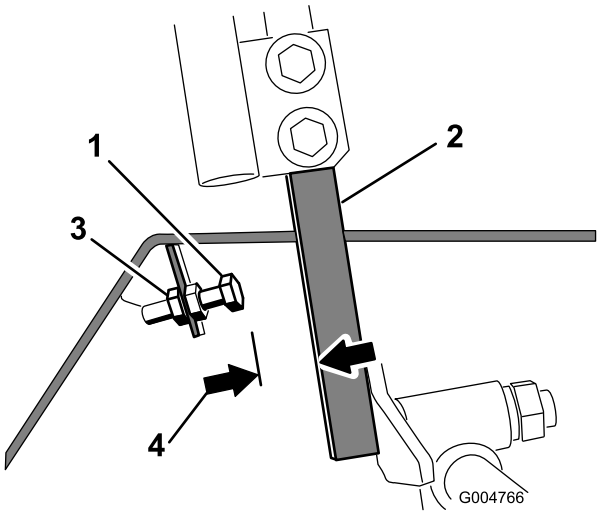

**Figur 60**
4. Løsn kontramøtrikken på stopbolten for det ene af bevægelseshåndtagene (Figur 60).